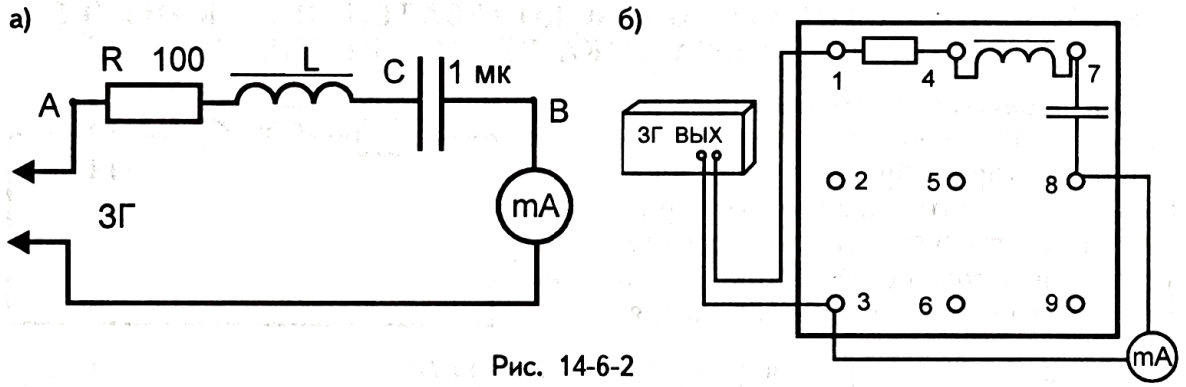

Рис. 14-6-2
1. Соберите электрическую цепь (схема на рис. 14-6-2, а и б).